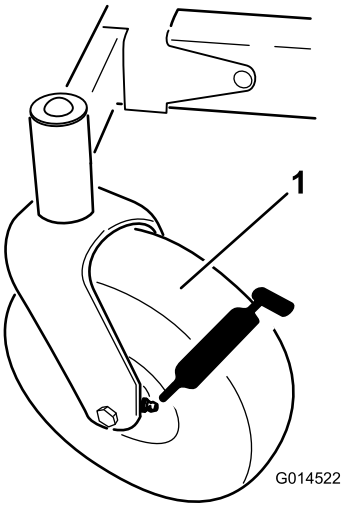
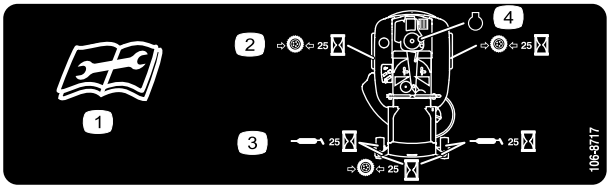

Figur 30
Figur 31
3. Rengør smøreniplerne med en klud (Figur 30 og Figur 31).
4. Monter en fedtpistol på hver nippel (Figur 30 og Figur 31).